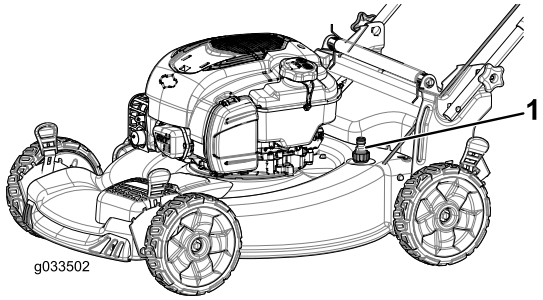

Figur 26
4. Fest en hageslange som er koblet til en vannkran, til vanninntaksporten på maskinen (Figur 26).